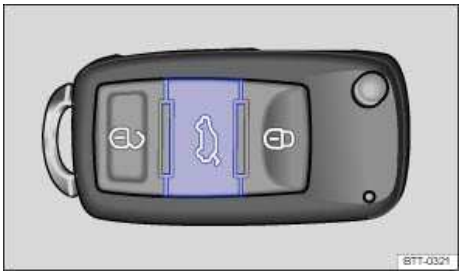

Fig. 31 In the remote control vehicle key: Button to unlock the luggage compartment lid.
- Press the button on the remote control vehicle key ⇒ fig. 31 to unlock the luggage compartment lid. Then open the luggage compartment lid using the Volkswagen emblem.